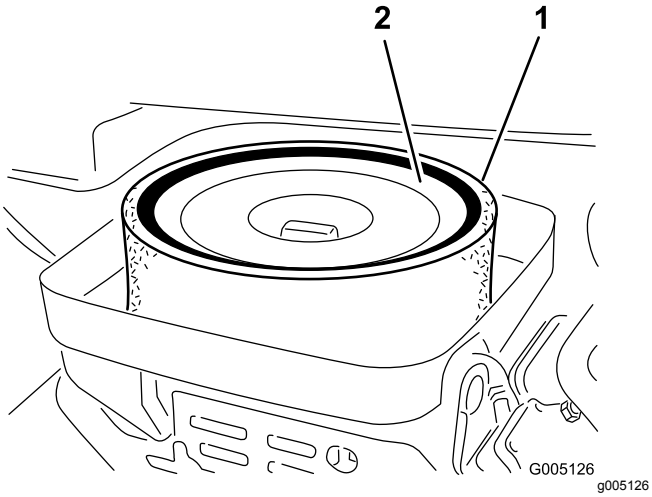

Figur 25
3. Fjern vingemøtrikken, der fastholder elementerne på selve luftfilteret (Figur 25).
4. Hvis skumindsatsen er snavset, skal det fjernes fra papirindsatsen (Figur 25). Rengør det grundigt som følger: